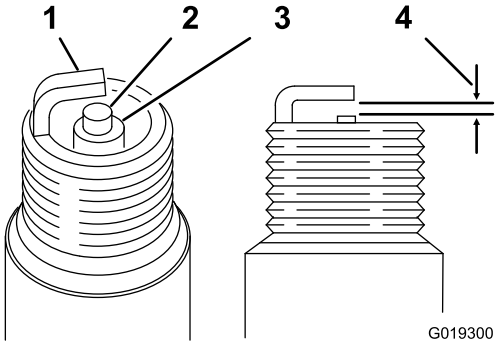

Figur 18
3. Ställ in luftgapet på 0,70 till 0,80 mm (Figur 18).